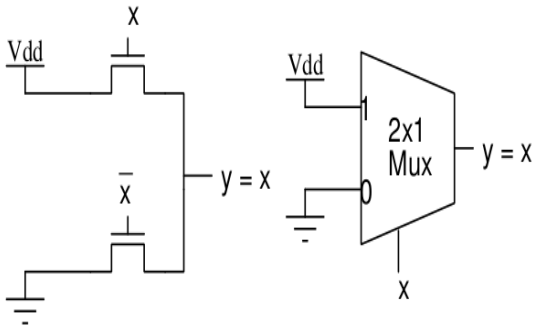

Figure 2
2. Use the 2×1 multiplexor (only) shown in Fig. 2 and implement the following logic function *(Hint: Use Shanon's expansion.)*: